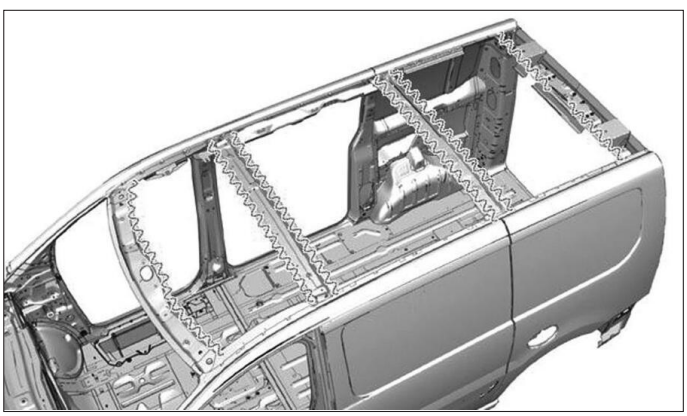

FIG. 78
• Appliquer une colle de calage **(Fig.78)**.